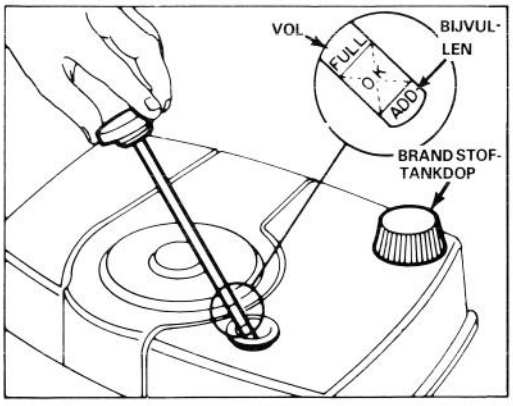

Afbeelding 3
3. Veeg de oliepeiler af en steek hem in weer in het vulgat. Draai de dop een kwartslag naar rechts. Verwijder daarna de oliepeiler en controleer het oliepeil (Afb. 3). Indien het peil te laag is, voeg voldoende olie toe tot de vullijn op de oliepeiler. VUL NIET BOVEN DE VULLIJN OMDAT DIT DE MOTOR ZOU BIJ HET STARTEN KUNNEN BESCHADIGEN.
1. Maak de dop van de brandstoftank schoon en verwijder dop van de tank (Afb. 3). Gebruik loodvrije benzine en vul de tank tot ongeveer 13 mm van de rand.